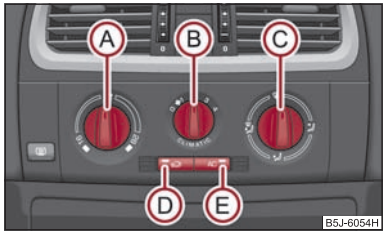

Fig. 91 Climatic: Elementos de mando
– Pulsar la tecla Ⓓ ⇒ página 85, fig. 91, se encenderá el testigo de control en la tecla.
Si el regulador distribuidor de aire Ⓒ se encuentra en la posición ⇒ página 85, fig. 91, el servicio de aire circulante se desconectará automáticamente. Pulsando repetidamente la tecla , usted puede conectar de nuevo el servicio de aire circulante también en esta posición.
El aire acondicionado funciona si se presiona el conmutador (AC) ⇒ página 85, fig. 91 (E) y se cumplen las siguientes condiciones:
– Gire el regulador giratorio (A) ⇒ fig. 91 hacia la derecha para aumentar la temperatura.
– Gire el regulador giratorio (A) hacia la izquierda para bajar la temperatura.
– Pulsar la tecla AC (E) ⇒ fig. 91. En la tecla se encenderá el testigo de control.